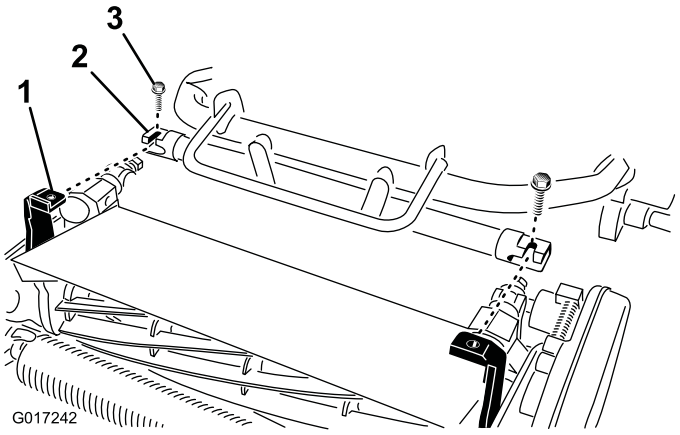

Figuur 5
4. Beweeg het frame van de tractie-eenheid (Figuur 5) naar voren totdat deze contact maakt met de draaiarmen van het maaidek.
5. Bevestig het frame van de tractie-eenheid aan de draaiarmen van het maaidek met 2 3/8 x 3/4 inch bouten (Figuur 5)